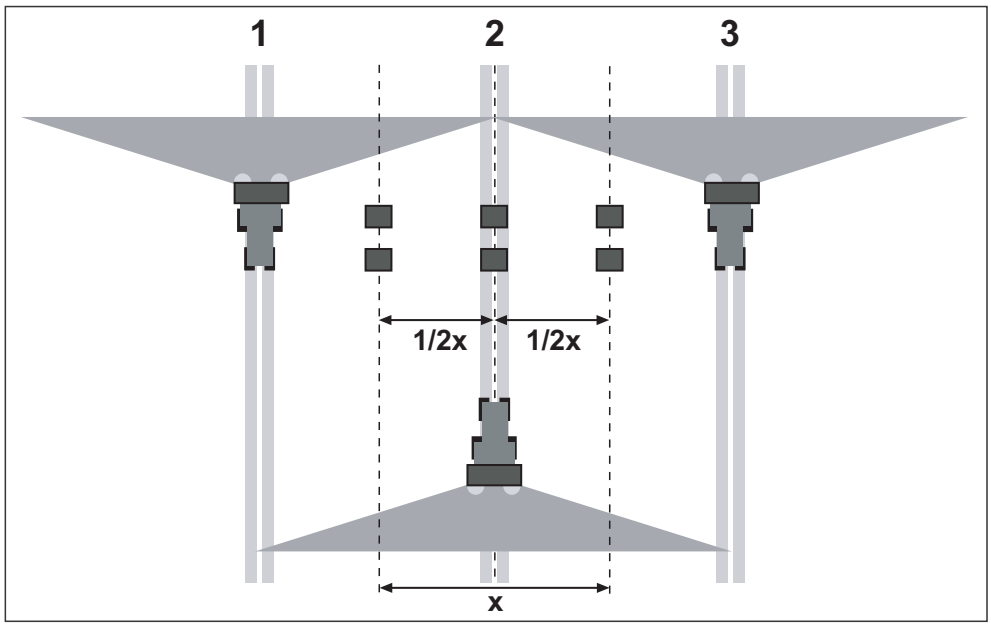

Rysunek 7.24: Rozmieszczenie dla trzech przejazdów
- Ustawić po dwie misy przechwytujące jedną za drugą w odległości **1 m** w strefach pokrycia i na środku toru jazdy (zgodnie z rysunek 7.24).